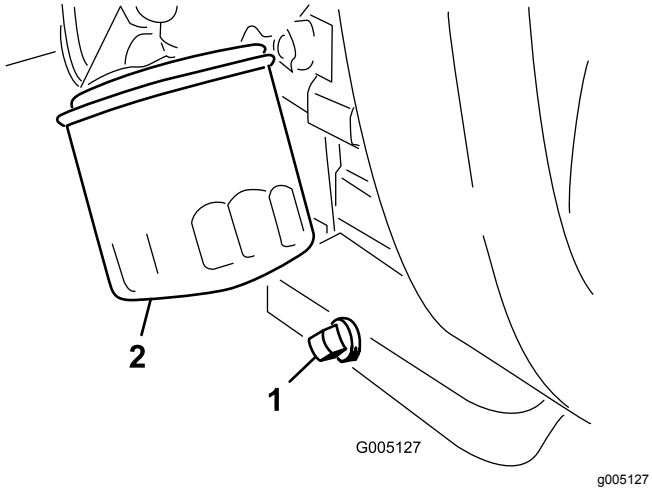

Figuur 30
1. Verwijder de aftapplug (Figuur 30) en laat de olie in een opvangbak lopen.
2. Maak de schroefdraad van de aftapplug schoon, breng PTFE afdichtmiddel aan en monteer de aftapplug (Figuur 30).
3. Verwijder het oliefilter (Figuur 30).